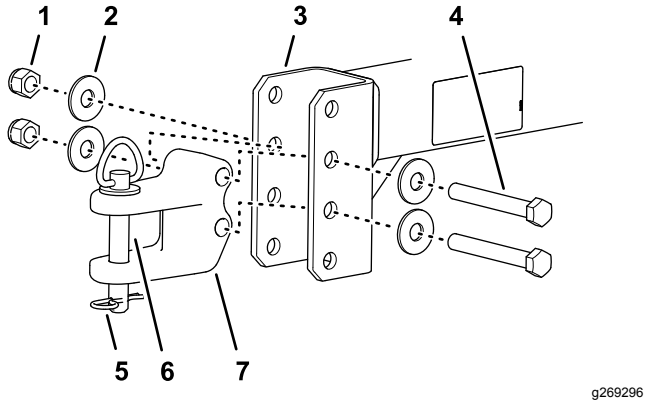

Figur 5
1. Justera dragkroksklykans position på släpets dragstång så att dragstången är i nivå med traktorenhetens dragstång (Figur 5).
2. Montera dragkroksklykan på dragstången med de två huvudskruvarna, fyra brickor och två låsmuttrar (Figur 5).
4. Fäst dragkroken på dragstången med hakbulten och hårnålssprinten (Figur 5).